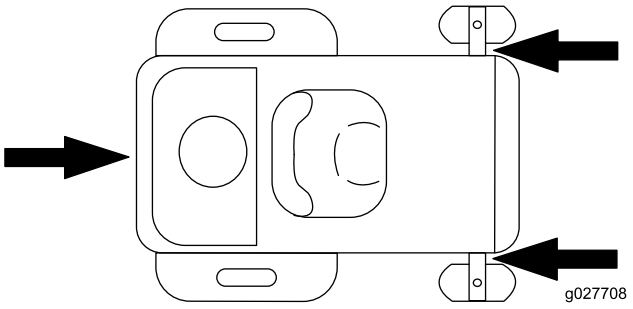

Figur 25
5. Fastgør maskinen i nærheden af de forreste styrehjul og den bageste kofanger (Figur 25).